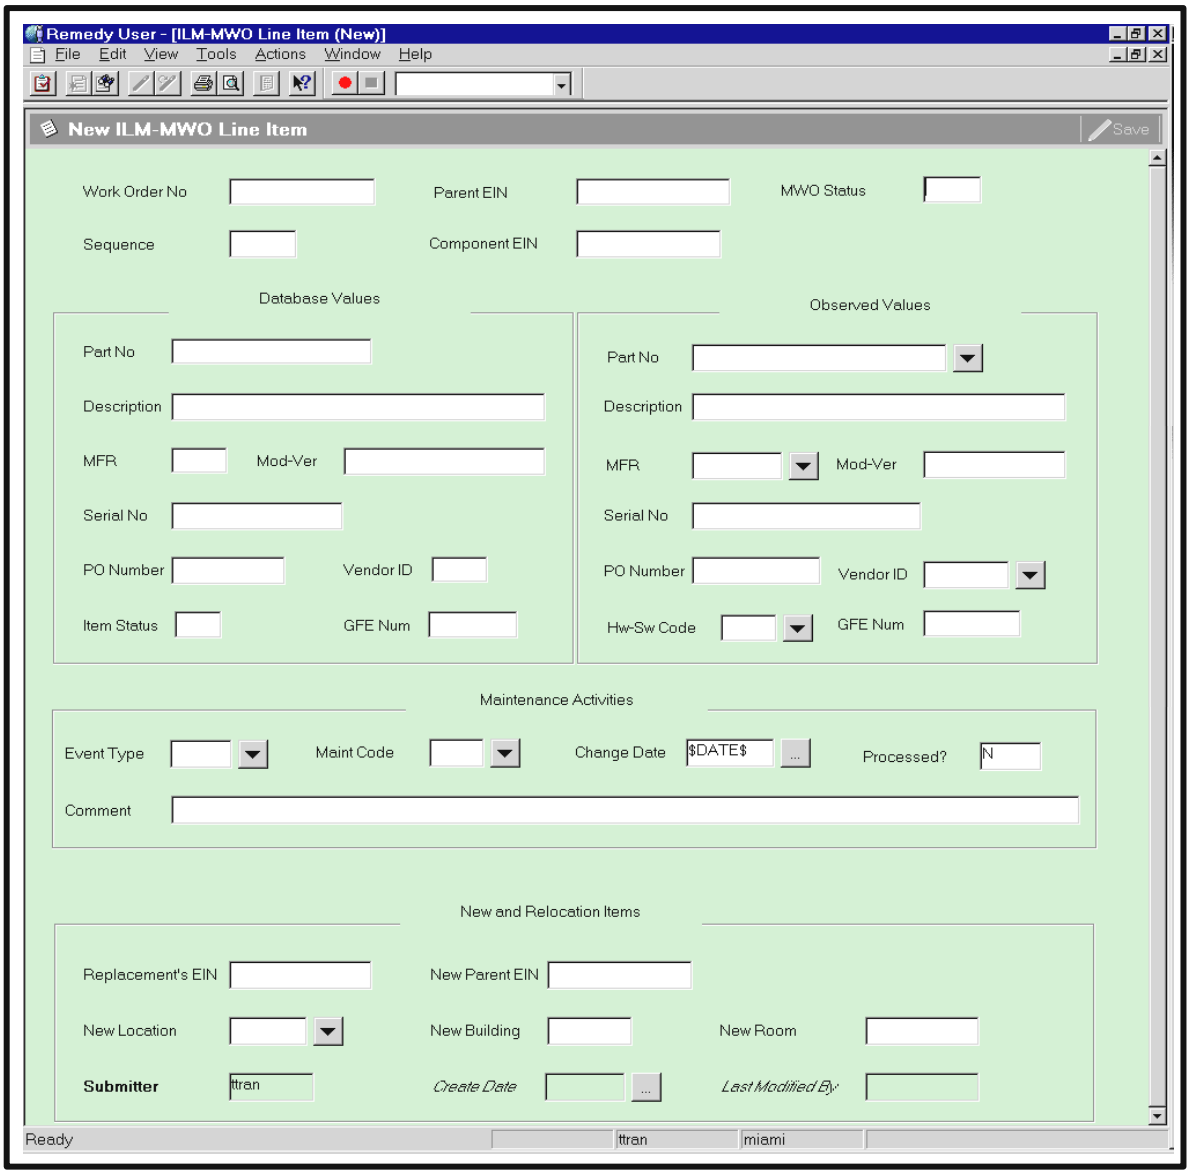

Figure 17. ILM-MWO Line Item Form
- Add Fail/Replacement Component - provides access to the ILM-MWO Line Item Form (see Figure 17) for adding or accessing data about components involved in individual maintenance actions.